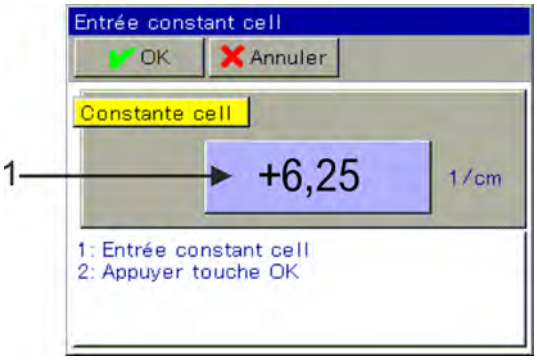

Fig. 75: Pour la saisie, appuyer sur le bouton (pos. 1)
6. Saisissez la constante de cellule du capteur (6,9) et confirmez en appuyant sur « OK ». (Voir Fig. 75 .)